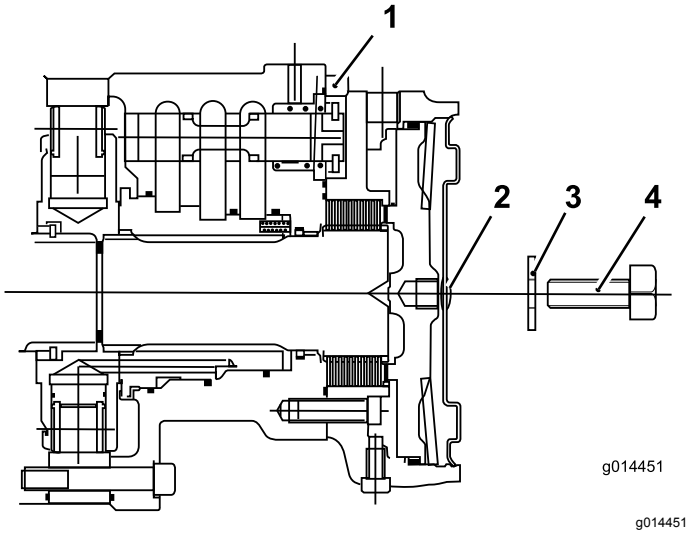

Figuur 47
C. Plaats de zeskantige plug in de zijkant van de motor (Figuur 47).